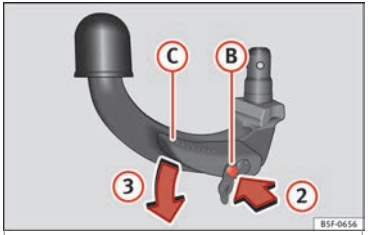

**Fig. 215** Step 2.
- Press the release bolt (B) in the direction of arrow (2), and at the same time press lever (C) in the direction of arrow (3) as far as it will go ››› **Fig. 215**.